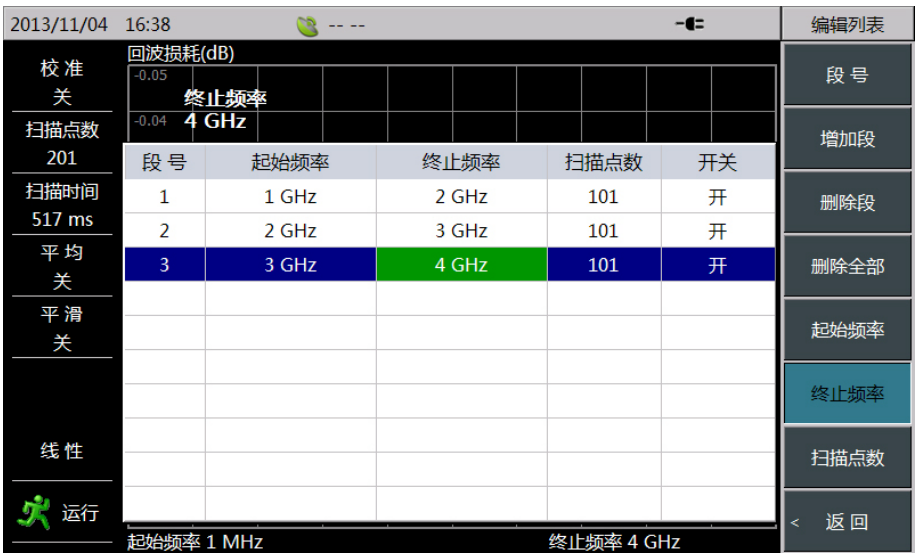

图 5.20 扫描列表编辑
- 点击触摸屏[编辑列表]菜单，菜单栏便切换为编辑列表菜单栏，如图 5.20 所示。点击[增加段]，便可以在列表框里面添加要扫描的一个波段；这时，用户可以通过[起始频率]、[终止频率]和[扫描点数]对该段列表进行设置。若已有列表，用户可以通过[段号]或点击触摸屏相应段号再来设置相应段的参数；